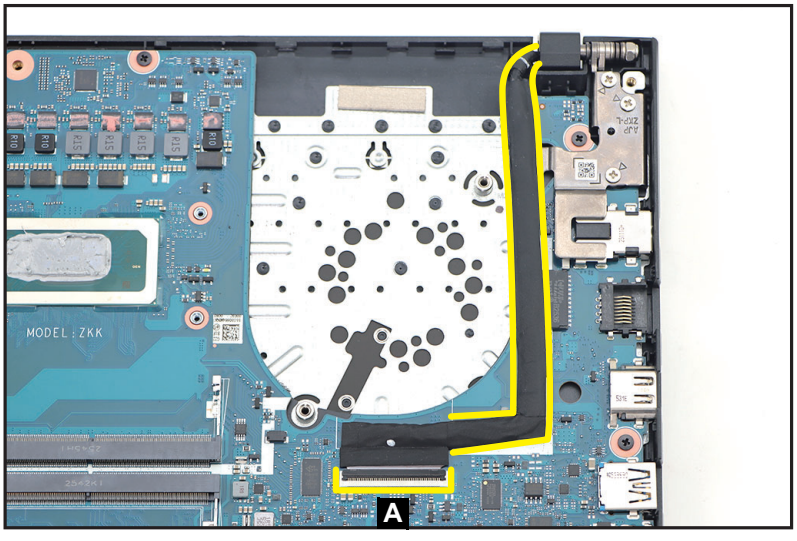

Figure 1-37. Mainboard Removal
1. Disconnect the LCD cable from the mainboard connector (A). Then detach and unroute the cable from the cable guides as shown in Figure 1-37.